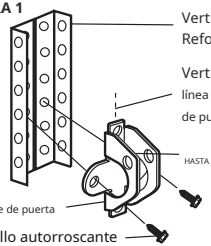

FIGURA 2
- yo Como alternativa, utilice dos pernos, arandelas de seguridad y tuercas de 5/16"-18x2" (no incluidos). (Figura 2)